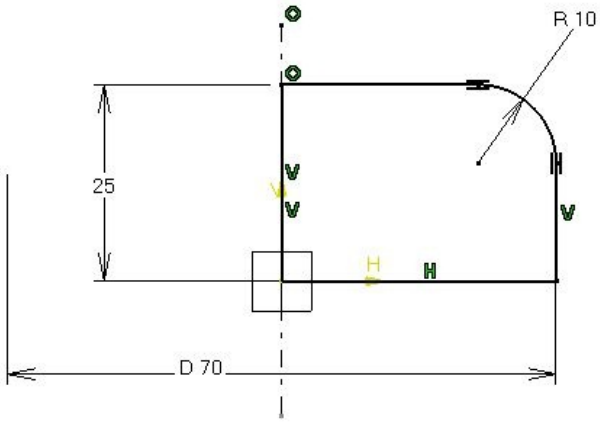

Figure 8-102 *The sketch to create the base feature of the model*
a. Create the base feature of the model by revolving the sketch drawn on the yz plane, refer to Figure 8-102.
1. Draw the sketch on the yz plane, as shown in Figure 8-102, and then exit the **Sketcher**